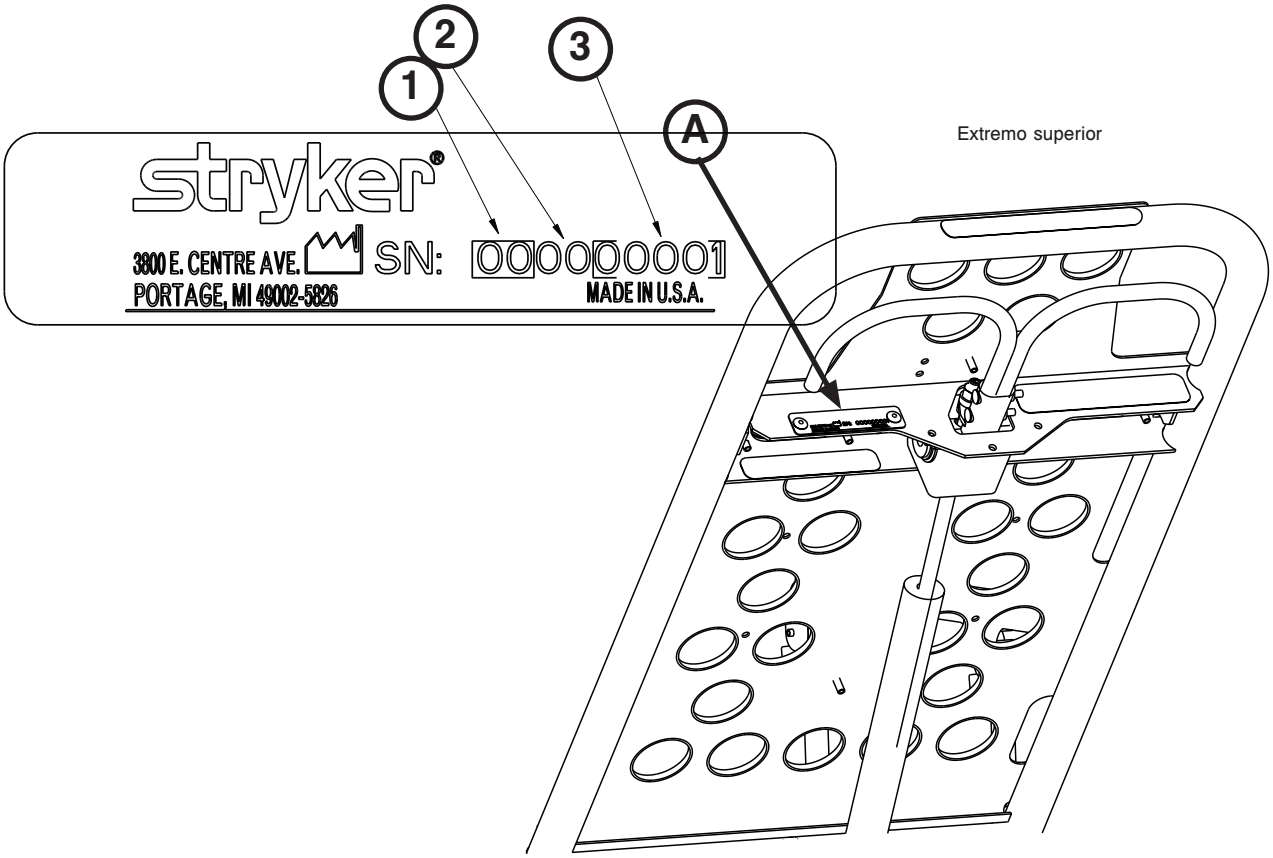

Figura 1
Tenga a mano el número de serie (A) del producto Stryker (como se muestra en la Figura 1) cuando llame al Servicio de atención al cliente o al Servicio técnico de Stryker. Incluya el número de serie en todas las comunicaciones por escrito.
Consulte la figura 1 y la leyenda siguiente para obtener información adicional sobre los números de serie: